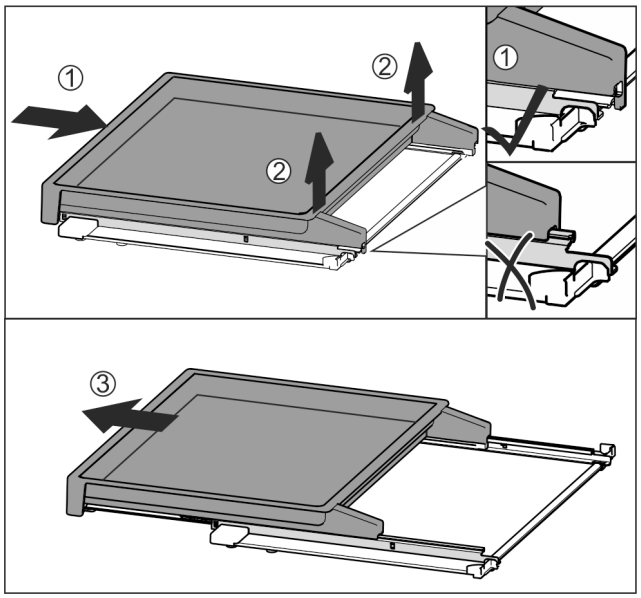

Fig. 188
▶ Împingeți complet raftul extractibil în interior *Fig. 188 (1)*.
▶ Desfaceți blocarea din partea din spate *Fig. 188 (2)*.
▶ Extrageți raftul extractibil către înainte *Fig. 188 (3)*.